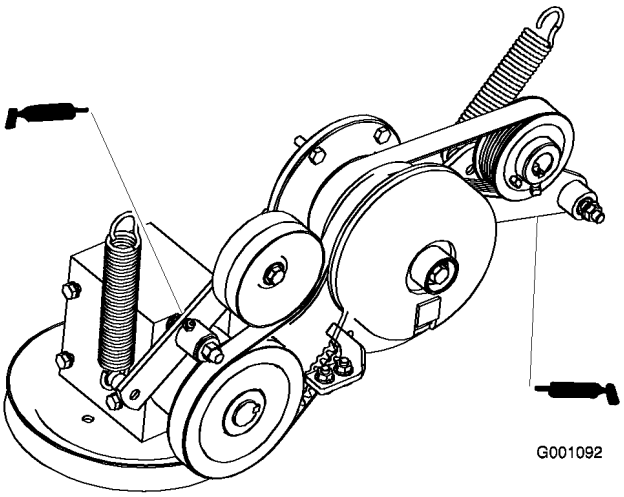

Figur 32
7. Smörj mellandrevsarmen på kraftuttagsdrivremmen (Figur 32).
8. Smörj pumpremmens mellandrevsarm (Figur 32).